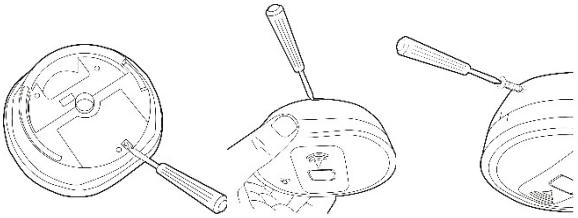

Fig. 4a *Fig. 4b* *Fig. 4c*
6) Para que el detector sea resistente a la retirada no autorizada y a la manipulación indebida, rompa el pequeño pilar de la base tal y como se muestra en la fig. 4a. Para retirar el detector del techo, ahora es necesario utilizar un destornillador pequeño que debe introducirse entre el cuerpo del detector y el pestillo de la base (fig. 4b). El detector bloqueado puede fijarse aún más para evitar que gire con un tornillo autorroscante, tal y como se muestra en la fig. 4c